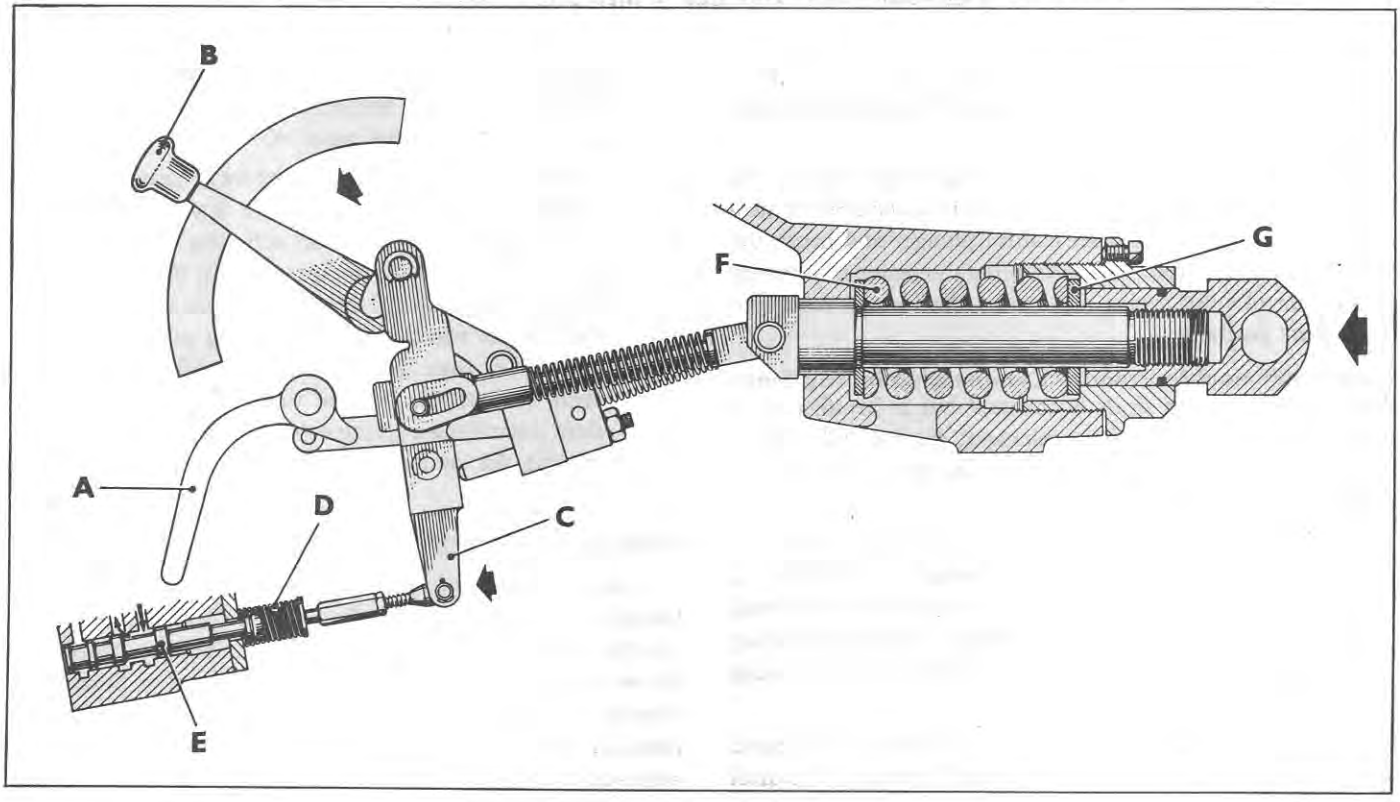

Figure 49
1. An increase in draft will produce a decrease in tension in the top link, Figure 49, allowing the draft control main spring 'F' to expand in a forward direction thus pushing the draft control linkage and actuating lever 'C' forward moving the control valve 'E' into the raising position.